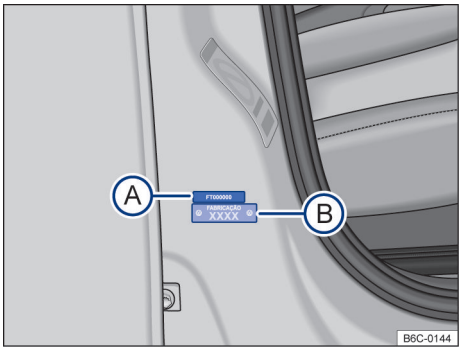

Fig. 197 Na área inferior da coluna da porta dianteira direita: etiqueta com número de identificação do veículo parcial (VIS) Ⓐ e placa do ano de fabricação Ⓑ.
As placas (VIS) estão localizadas na área inferior da coluna da porta dianteira direita → Fig. 197 Ⓐ e no compartimento do motor do lado do condutor, na coluna da suspensão. Estas placas são destruídas ao serem removidas. ▶
A placa com o número de identificação do ano de fabricação está localizada na área inferior da coluna da porta dianteira direita → Fig. 197 (B). Esta placa é destruída ao ser removida.